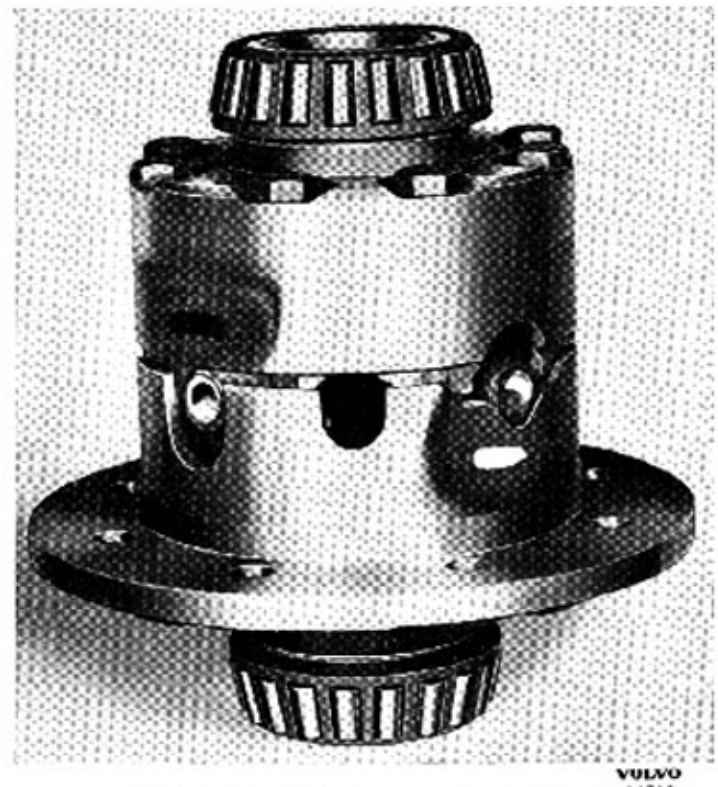

Bild 46 A-13. Märkning av axelkors och hus
3. Lossa skruvarna och ta bort kronhjulet. Dra av differentialhuslagren med avdragare SVO 2453, se bild 46 A-14.